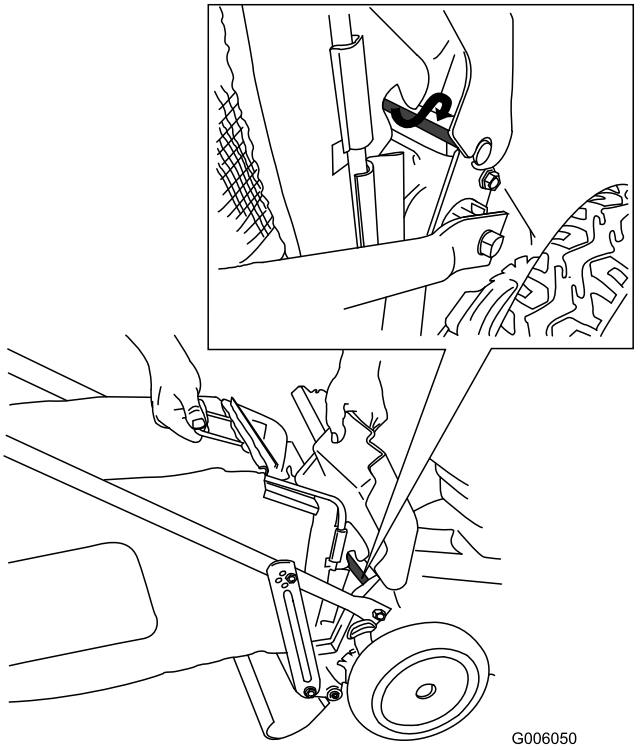

Figuur 24
1. Zet de achterklep omhoog en houd hem in deze positie (Figuur 24).
3. Monteer de zak op de stang van de klep (zie inzet in Figuur 24).